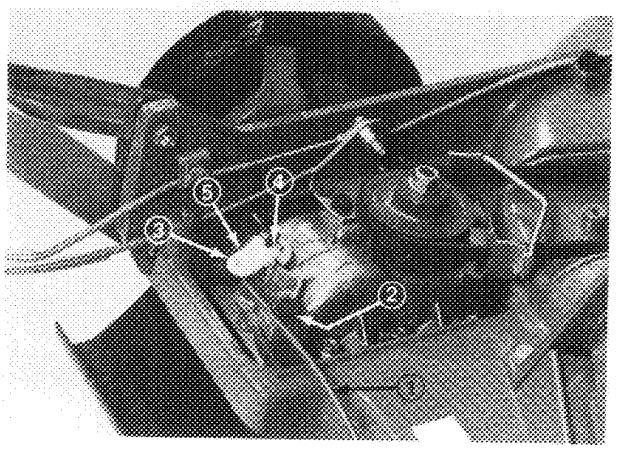

Figure 33
4. Loosen the capscrew securing the ground speed control cable (Fig. 33, item 1).
5. Move the ground speed control lever to NEUTRAL (N).
6. Push transmission control lever to right in direction of cable clamping capscrew as far as possible, hold in position and tighten capscrew (Fig. 33).